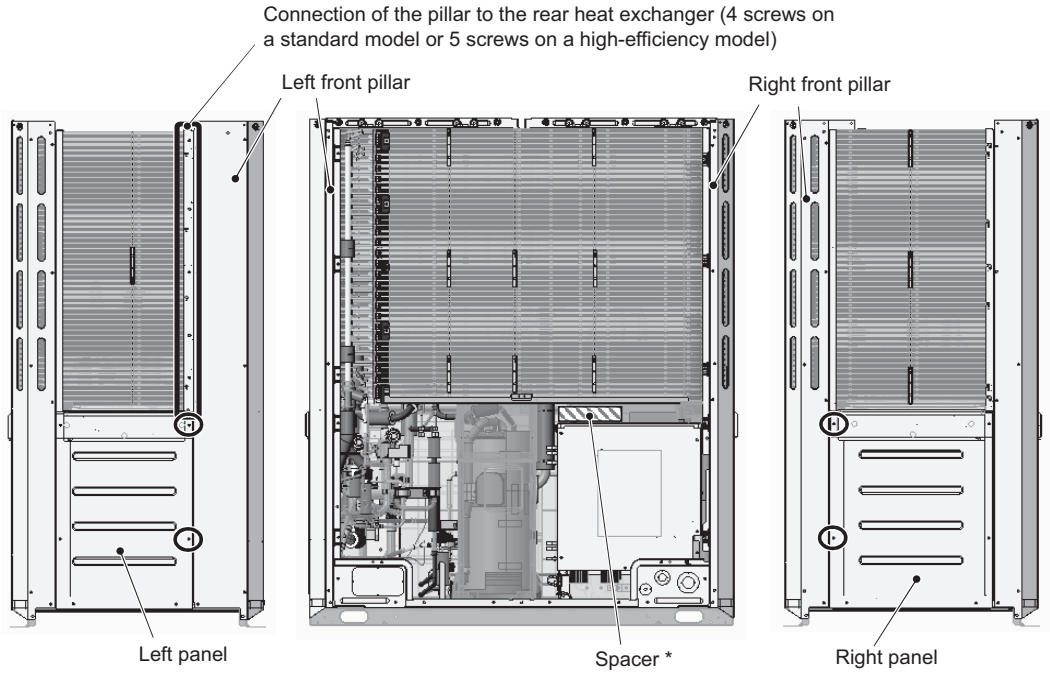

Figure 15 Left　　Figure 15 Front　　Figure 15 Right
(19) Unscrew the two screws each on the right and left panels. (See Figure 15 Right and Left.)
(20) Remove the left front pillar by unscrewing the 9 screws on a standard model or 10 screws on a high-efficiency model. (See Figure 15 Front and Left.)
(21) Remove the right front pillar by unscrewing the 5 screws. (See Figure 15 Front and Right)